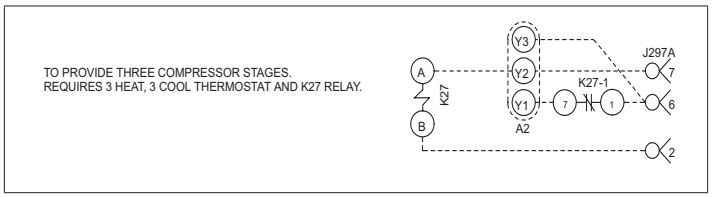

Figure 27. Third-Stage Cool (Parameter 111) Wiring
- **Option 3**. ***Three Cooling Stages***: Cooling operation is shown in “Table 8. XION Thermostat Mode Operation (Three Cooling Stages Parameter 111)” on page 25; this option requires the use of a three-stage cool thermostat and a K27 relay. See wiring pictorial in “Figure 27. Third-Stage Cool (Parameter 111) Wiring” on page 24 and C section control wiring diagram.